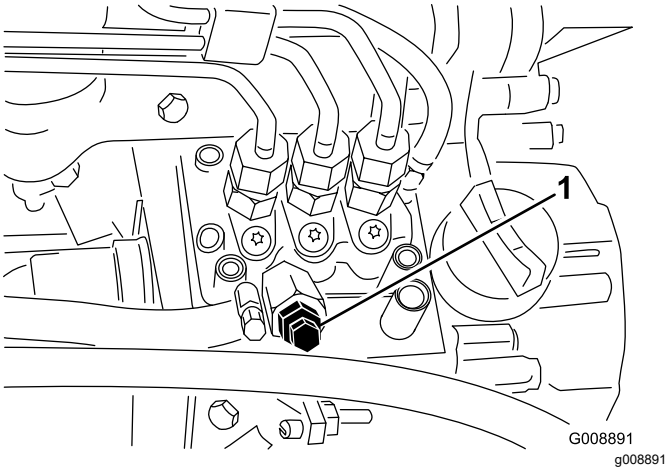

Figur 34
4. Åbn udluftningsskruen på brændstofindsprøjtningspumpen (Figur 34).